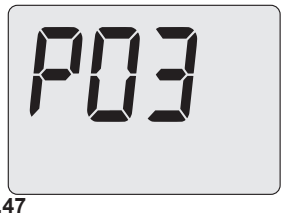

Figura 5.47
- Scorrere i vari parametri utilizzando i tasti 13 o 14 fino a far apparire sul display LCD codice **P03**, indicante l'entrata nel "parametro P03" (Figura 5.47).
- Premendo il tasto 13 o 14 (Figura 5.45) si ottiene la conferma del valore inserito e si ritorna alla lista parametri (Figura 5.47).